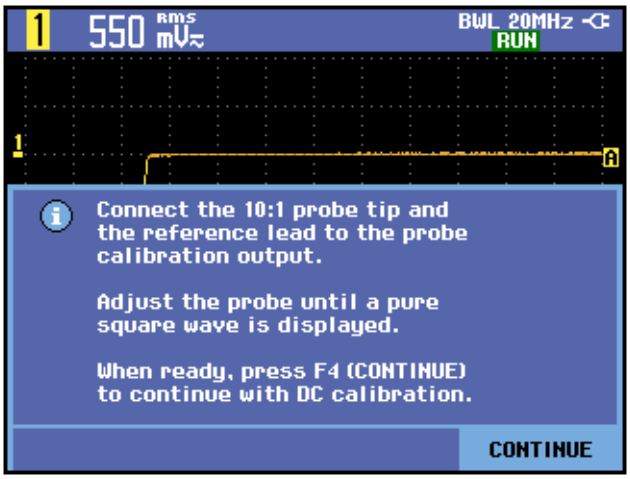

图 2: 方波上升沿
9. 将看到显示器上的方波上升沿（约 500 Hz）。这就是用于校准探头的信号。（请参阅《THS3000 系列示波器用户手册》了解探头校准信息）。（ 见图2)